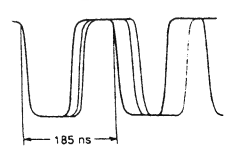

Abb. 4-108
(6) Abweichungsabgleich (Abb. 4-108, 4-151)